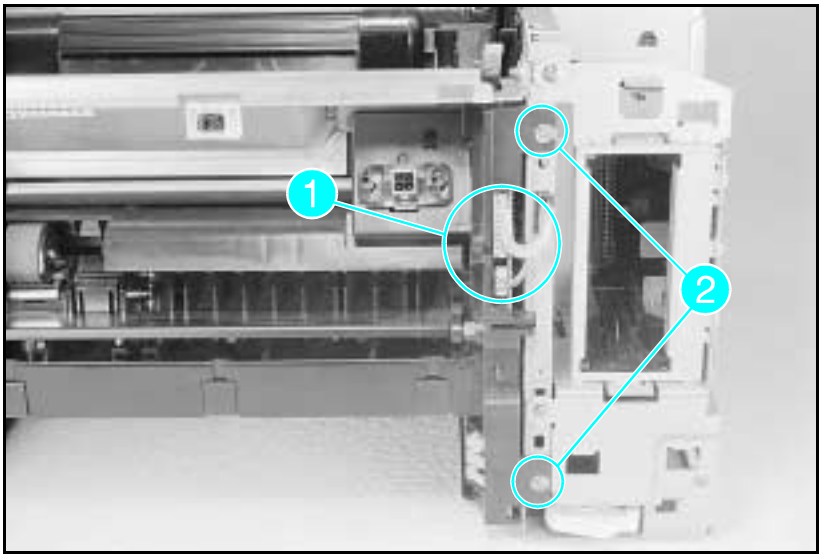

Figure 6-16 Paper Feed Assembly Screws and Connectors
3. Disconnect the 13-wire connector and the 4-wire connector from the front of the Paper Feed Assembly (see Figure 6-16, callout *1*).
4. Remove the (2) screws from the right side of the Paper Feed Assembly (see Figure 6-16, callout *2*).